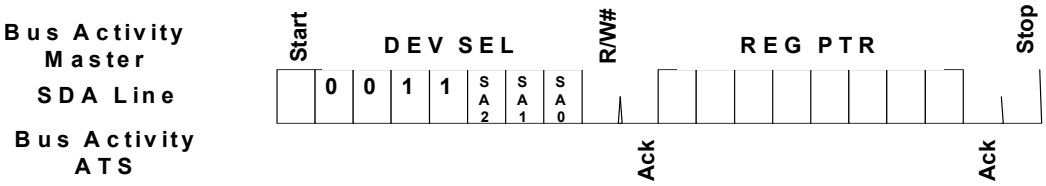

Figure 11 — I^2C Bus Write to Pointer Register
Writing to the TSE2004av Temperature Register Set is accomplished through a modified block write operation for two (2) data bytes. To maintain I^2C Bus compatibility, the 16 bit register is accessed through a pointer register, requiring the write sequence to include an address pointer in addition to the Slave address. This indicates the storage location for the next two bytes received. Figure 11 shows an entire write transaction on the bus.